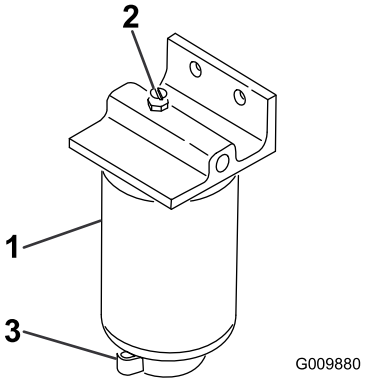

Figuur 47
2. Draai de aftapplug onder de filterbus los (Figuur 47).
1. Reinig de omgeving van de plaats waar de filterbus wordt gemonteerd (Figuur 47).